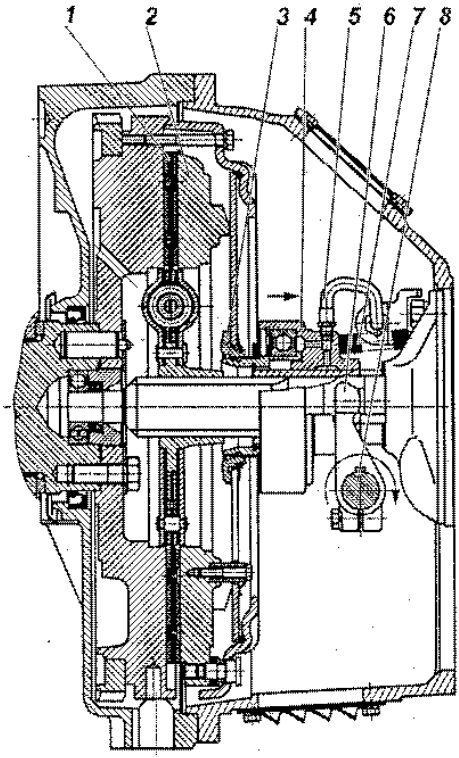
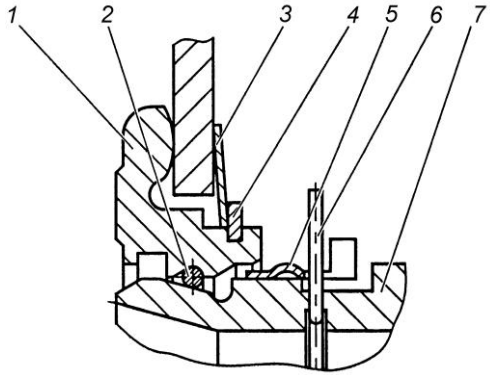

Рис.3. Сцепление моделей ЯМЗ-181, ЯМЗ-182:
Рис.5. Запорное устройство:
Диафрагменное сцепление моделей ЯМЗ-181 и ЯМЗ-182 (рис. 3) состоит из ведущих и ведомых частей, а также деталей механизма выключения сцепления, устанавливаемых на коробку передач. Ведущая часть сцепления – нажимной диск 2 с кожухом устанавливается на маховик двигателя и крепится болтами М10 (12 шт.) на диаметре 450 мм. Центрирование осуществляется по цилиндрической проточке диаметром 475 мм на маховике и кожухе сцепления. Нажимной диск соединен с кожухом при помощи 4-х пакетов пластин, обеспечивающих центрирование, осевое перемещение и передачу крутящего момента от кожуха к нажимному диску. Для исключения проворота диафрагменной пружины относительно кожуха и нажимного диска на последнем установлено 6 пар втулок со специальными скобами. Применение этих скоб позволяет сохранять постоянный контакт нажимного диска с пружиной и обеспечивать отход первого при выключении сцепления.
Механизм выключения сцепления состоит из муфты 4 (рис. 3) с подшипником, вилки 6 и валика 8. Муфта соединена через упорное кольцо 3 с диафрагменной пружиной с помощью запорного устройства.
Оттяжная пружина 7 (рис. 3) исключает проворот и осевые перемещения втулки 7 (рис. 5) относительно упорного кольца 1 (рис. 5). По мере износа фрикционных накладок муфта выключения сцепления 4 (рис. 3) перемещается вместе с пружиной в сторону маховика, при этом конструкция привода выключения сцепления автомобиля или другого транспортного средства обеспечивает поворот вилки 6 (рис.3) по часовой стрелке после выбора зазора между лапками вилки и муфтой за счет периодической регулировки привода или постепенный поворот за счет конструкции гидропривода.
Конструкция запорного устройства показана на рис.5. Она включает в себя упорное кольцо 1, втулку 7 подшипника муфты с фасонной канавкой, пружинное кольцо 2 круглого сечения, а также замковое кольцо 5.
Выключение сцепления обеспечивается поворотом вала по часовой стрелке. Допустимое направление перемещения муфты и поворота вала для выключения сцепления показано на рис. 3 стрелками. Перемещение муфты и поворот вала в обратном направлении не допустимо.
5. С помощью специальной оправки сцентрировать кольцо 3 (рис. 3) относительно оси коленчатого вала двигателя.
2. Убедиться что муфта выключения сцепления отведена до упора в крышку подшипника первичного вала коробки передач пружиной 7 (рис. 3).